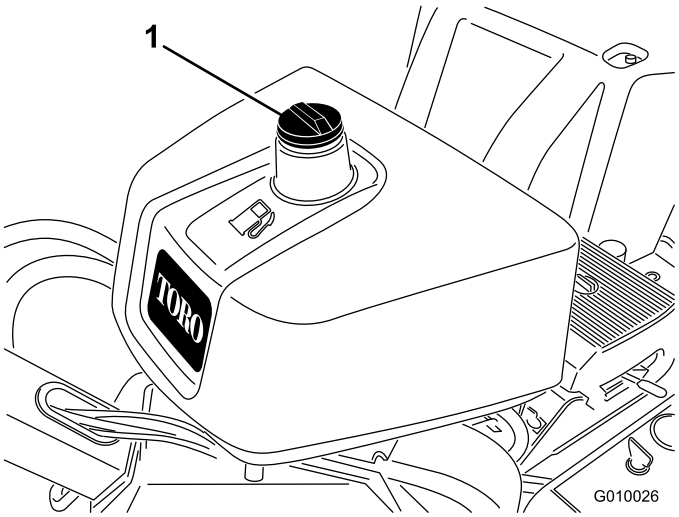

Figur 16
2. Gör rent runt tanklocket och ta bort det (Figur 16).